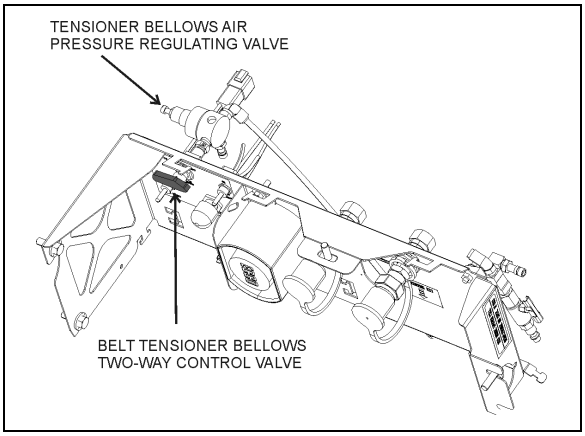

FIGURE 39: BELT TENSIONER CONTROL VALVE - H3 SERIES
2. For vehicles equipped with a 3rd alternator, belt tensioning is also applied through air bellows (Figure 37). Turn the belt tensioner two-way control valve counterclockwise to release bellows pressure (Figure 39).
For H3 series vehicles equipped with a 3rd alternator, (Figure 37) belt tensioning is also applied through air bellows which is adjusted by an air pressure regulating valve pressure (Figure 39). The correct pressure of 45 psi is set at the factory. Periodically verify the pressure at the regulating valve using a pressure gauge and correct if required.
Belt tensioning is applied through air bellows which are adjusted by an air pressure regulating valve (Figure 39). The correct pressure of 45 psi.is set at the factory. Periodically verify the pressure at the regulating valve using a pressure gauge and correct if necessary.